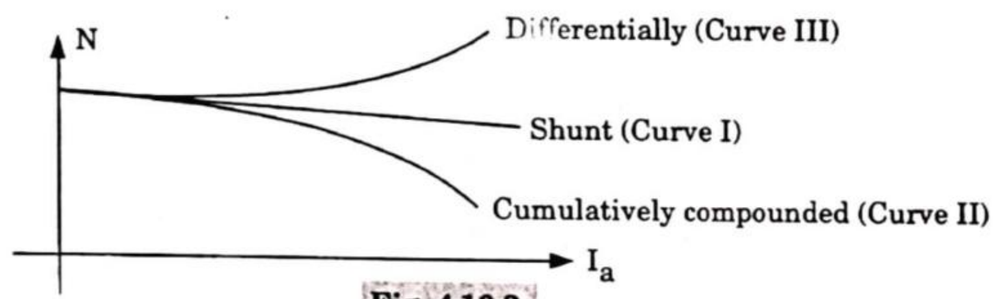

Fig. 4.10.2.
1. Consider N–I_a characteristics of shunt motor as shown in Fig. 4.10.2 by curve I.
∴ Speed N decreases as $N \propto \dfrac{1}{\phi_T}$. This is shown in characteristics by curve II in Fig. 4.10.2.
∴ Speed N will increase, sin[illegible]ases. This is shown by curve III in Fig. 4.10.2.